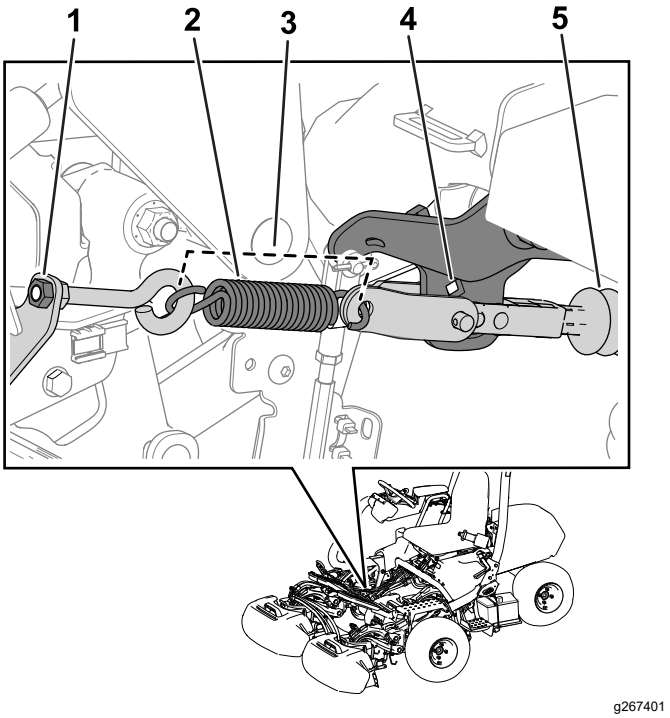

Figur 33
Bemærk: Se Figur 33 for denne procedure.
3. Klargør maskinen til drift ved at spænde øjeboltens møtrik, så fjederlængden er 11,4 cm, når fjederen er monteret (Figur 33).